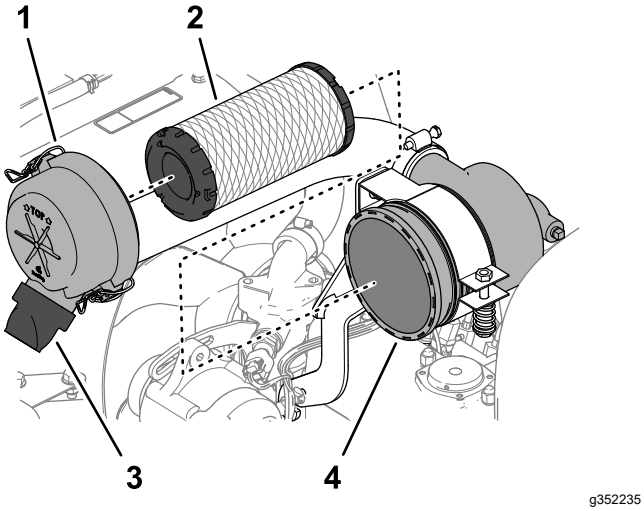

Figuur 72
3. Maak de sluitingen los waarmee het deksel van het luchtfilter is bevestigd aan het luchtfilterhuis (Figuur 72).
6. Verwijder het filterelement (Figuur 72).
7. Verwijder de rubberen uitlaatklep (Figuur 72) van de vuiluitlaat van het luchtfilterdeksel.